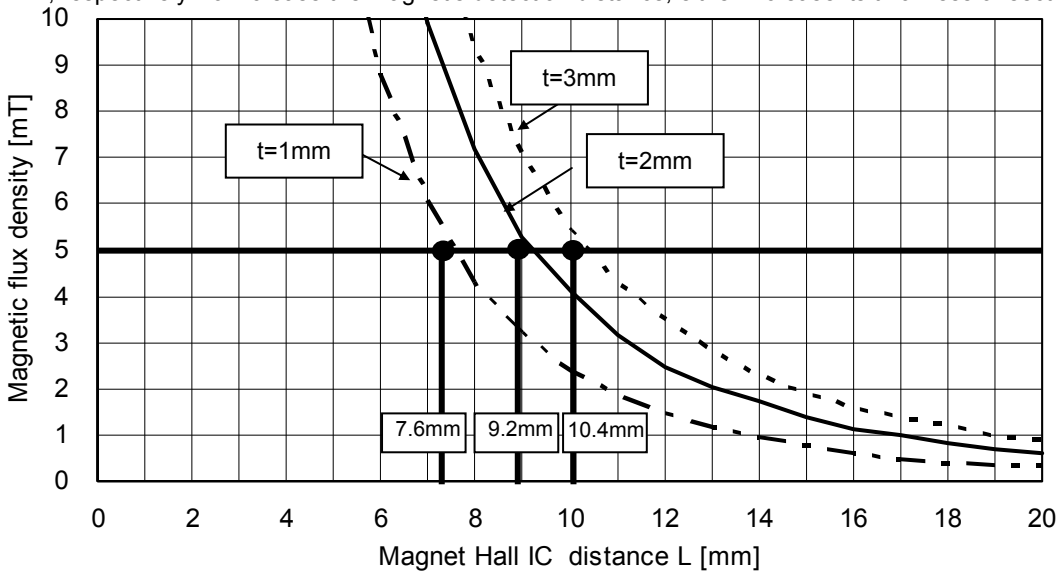
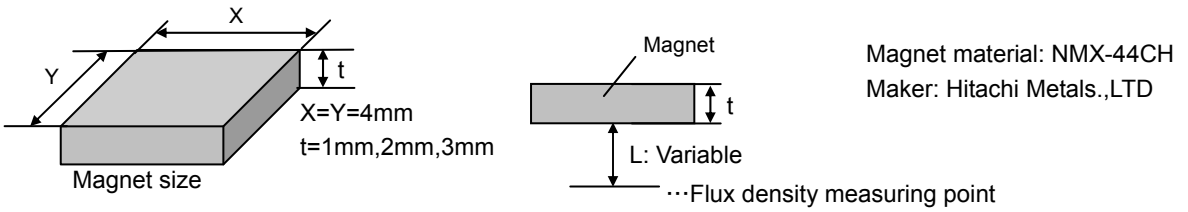

Fig.70
Fig.71 Magnet Dimensions and Flux Density Measuring Point
Of the two representative varieties of permanent magnet, neodymium generally offers greater magnetic power per volume than ferrite, thereby enabling the highest degree of miniaturization, Thus, neodymium is best suited for small equipment applications. Fig. 70 shows the relation between the size (volume) of a neodymium magnet and magnetic flux density. The graph plots the correlation between the distance (L) from three versions of a 4mm X 4mm cross-section neodymium magnet (1mm, 2mm, and 3mm thick) and magnetic flux density. Fig. 71 shows Hall IC detection distance – a good guide for determining the proper size and detection distance of the magnet. Based on the BU52011HFV, BU52015GUL operating point max 5.0 mT, the minimum detection distance for the 1mm, 2mm and 3mm magnets would be 7.6mm, 9.22mm, and 10.4mm, respectively. To increase the magnet's detection distance, either increase its thickness or sectional area.